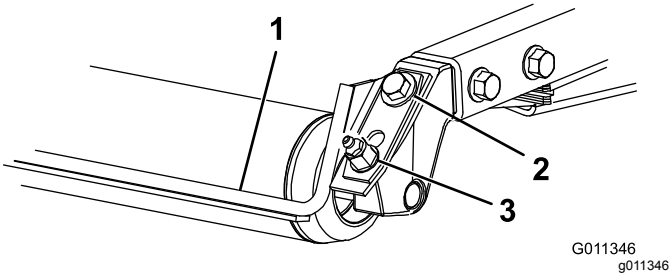

Figuur 9
1. Draai de smeernippel en de montageschroef los (Figuur 9).